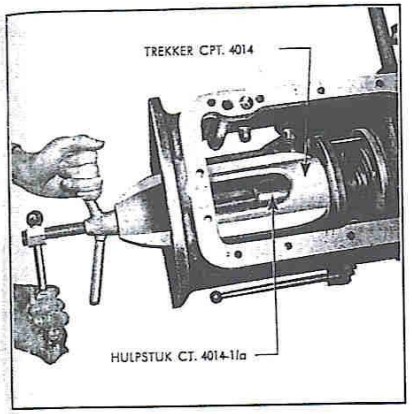

Afb. 14 - Het pignon van zijn plaats trekken.
2. Draai de drie tapbouten van de hulpring CT 4014-I/c door de op gelijke a stand van elkaar staande gaten in de flens van de pignonhouder in het tra missiehuis en plaats de ronde plaat van de hulpset CT-4014-I op de tapb ten. Laat de trekker CT-4014 op de ronde plaat rusten, draai de mof op pignon en trek het pignon van zijn plaats door de grote vleugelmoer draaien (zie afb. 14). Gelijk met de pignonas wordt het pignonlager mee trokken.